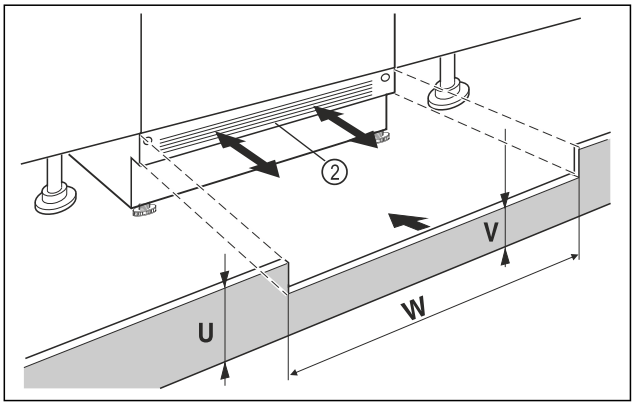

Fig. 40 Beispielhafte Darstellung
▶ Gerätesockelblende *Fig. 40 (2)* aufsetzen aber noch nicht fixieren.
▶ Bei sichtbarer Sockelblende *Fig. 40 (2)*, diese so weit nach vorn ziehen, dass Vorderkante Lüftungsgitter und Möbelsockelblende eine Ebene bilden.
▶ Bei verdeckter Sockelblende *Fig. 40 (2)*, diese ganz nach hinten schieben.
- ▶ Auf komplett freie Lüftungsschlitze achten: Bei Bedarf Höhe der Möbelsockelblende *Fig. 40 (U)* zuschneiden!
- ▷ Entlang der Nischenbreite *Fig. 40 (W)* die Steghöhe *Fig. 40 (V)* unter der Gerätesockelblende *Fig. 40 (2)* einpassen.